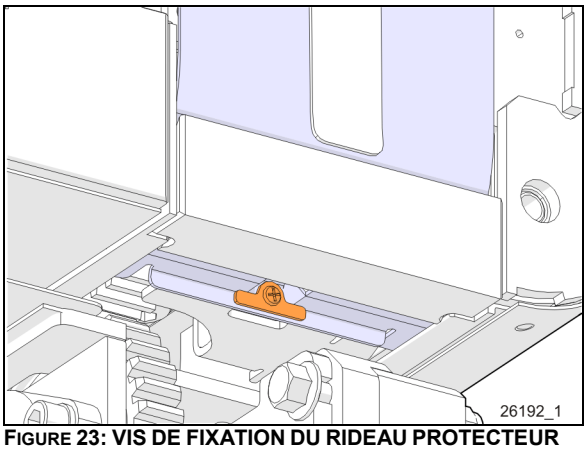

FIGURE 23: VIS DE FIXATION DU RIDEAU PROTECTEUR
S'il est endommagé ou fissuré, il doit être remplacé. Le rideau est fixé avec une vis. (Figure 23)
Dévisser la vis de retenue (Figure 23)
3. Dévisser la vis de fixation du rideau protecteur (Figure 23)